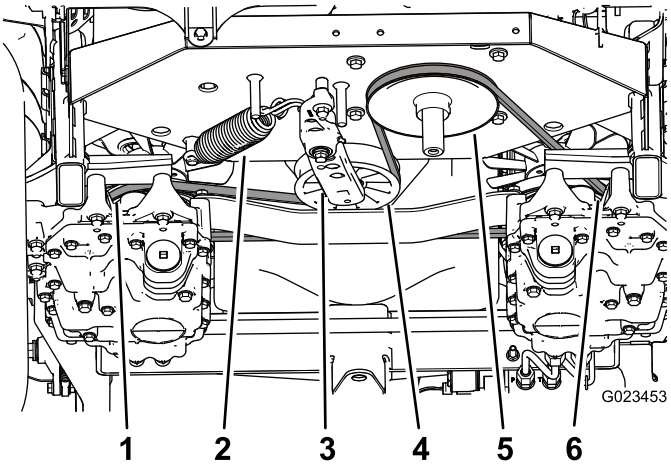

Figuur 57
3. Zet een ratelsleutel in het vierkante gat in de spanarm om tegendruk te bieden aan de spanveer (Figuur 57) en verwijder de riem van de spanpoelie.
4. Maak de spanveer los van de spanarm en het frame (Figuur 57).
9. Monteer de veer aan de spanarm en het frame (Figuur 57).